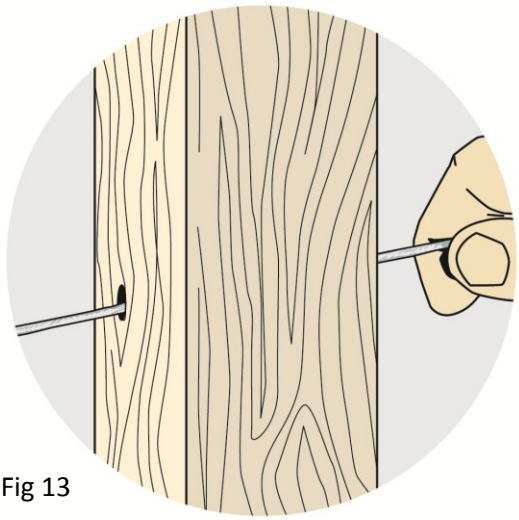

Fig 13
b) Lace cable through intermediate posts (Fig. 13).